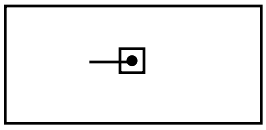

Figure11.1 -6 Example of a Bearing Box for a Track
- Figure11.1 -6 shows an example of a bearing box. Fields contain the following values: